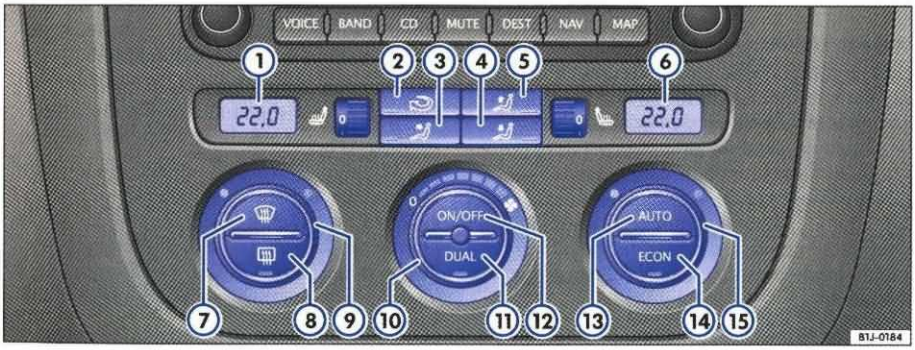

Rys. 103 W konsoli środkowej: elementy obsługi układu klimatyzacji Climatronic
– Nacisnąć jeden z przycisków ⇒ rys. 103 (3) do (5), albo obracać pokrętłem dmuchawy (10). Lampka kontrolna w przycisku [AUTO] gaśnie.
– Nacisnąć przycisk ⇒ strona 118, rys. 103 ②, aby włączyć lub wyłączyć zamknięty obieg powietrza. Obieg jest włączony, kiedy w przycisku świeci się lampka kontrolna.